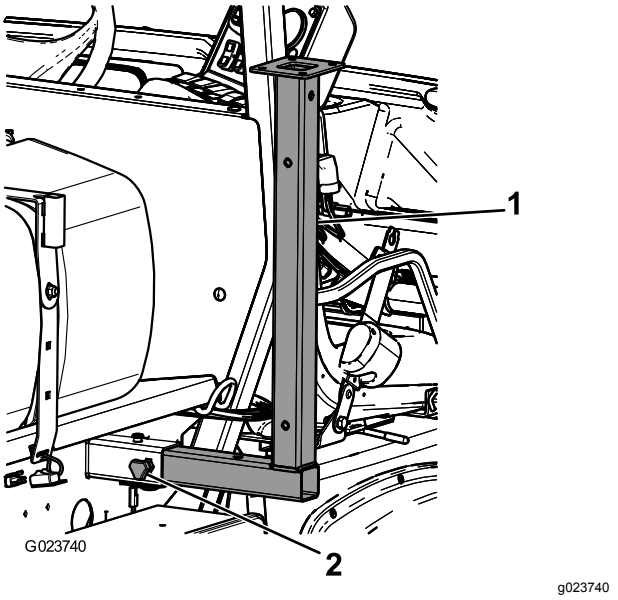

Figur 40
1. För in the främre domkrafterna upp och ned i ramen nära de främre fästpunkterna (Figur 40).